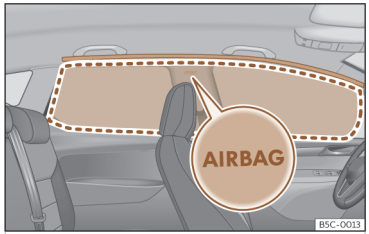

Abb. 36 Einbauort der Kopfairbags
Die Kopfairbags befinden sich zu beiden Seiten im Innenraum oberhalb der Türen ››› **(Abb. 36)** und ihre Einbauorte sind mit dem Schriftzug „AIRBAG“ gekennzeichnet.
Der eingerahmte Bereich wird vom auslösenden Kopfairbag erfasst (Entfaltungsbereich) ››› **(Abb. 36)**. Deshalb dürfen in diesen Bereich niemals Gegenstände abgelegt oder befestigt werden ››› ⚠.
- **Stellen Sie sich, dass Kinder richtig in ihren Sitzen sitzen und ihren Kopf nicht in den Entfaltungsbereich der Kopfairbags halten ››› (Abb. 36), da sie beim Auslösen der Airbags von diesen getroffen werden und schwere Verletzungen erleiden könnten.**